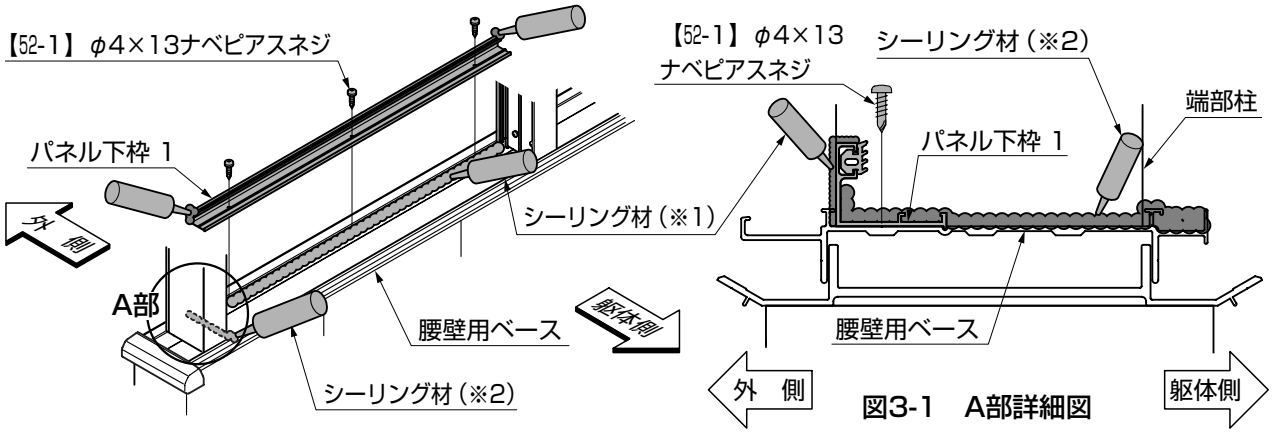

図3-1　A部詳細図
①パネル下枠 1と腰壁用ベースの間に、シーリング（※1）をしてください。
②パネル下枠 1を腰壁用ベースに、【52-1】で取付けてください。
③端部柱と腰壁用ベース、パネル下枠 1の合わせ面に、シーリング（※2）をしてください。（図3-1参照）